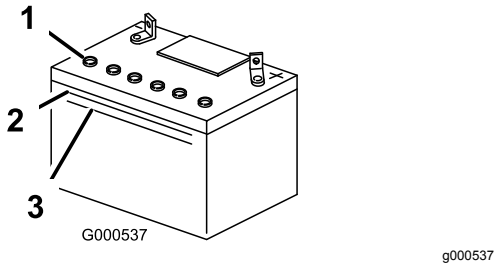

Figuur 42
42). Het peil mag niet niet onder de onderste streep komen (Figuur 42).
5. Verwijder de vuldoppen van de accu (Figuur 42).
6. Giet langzaam gedistilleerd water in elke cel van de accu totdat het zuurpeil de Bovenste streep (Figuur 42) op de accubehuizing bereikt.
7. Wacht na het bijvullen van de accucellen 5 tot 10 minuten. Vul indien nodig gedestilleerd water bij totdat het zuurpeil de Bovenste streep (Figuur 42) op de accubehuizing bereikt.